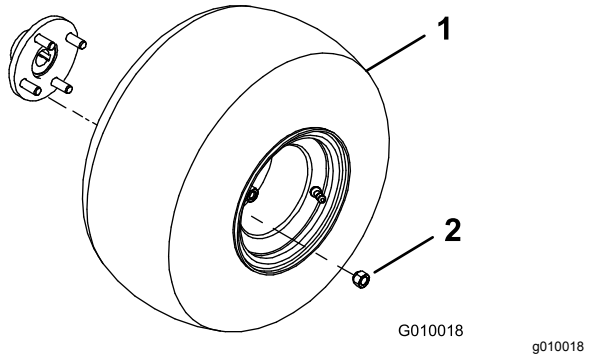

Figur 3
2. Monter en hjulenhed på hvert baghjulsnav (Figur 3).
3. Monter låsemøtrikkerne (Figur 3), og spænd dem til 61 til 75 N·m.